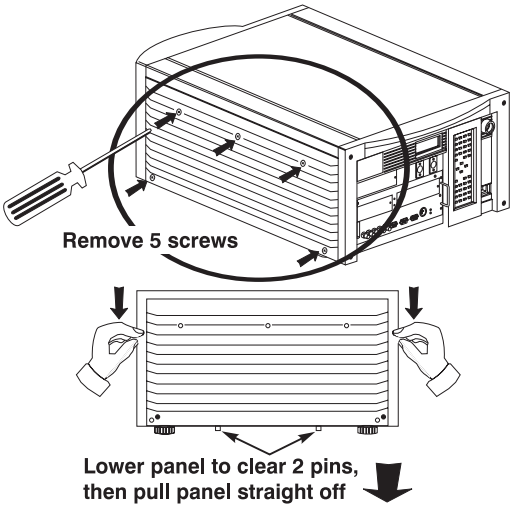

Figure 4.8. Remove the right side panel
- See Figure 4.8. Remove the 5 screws securing the projector's right side panel.